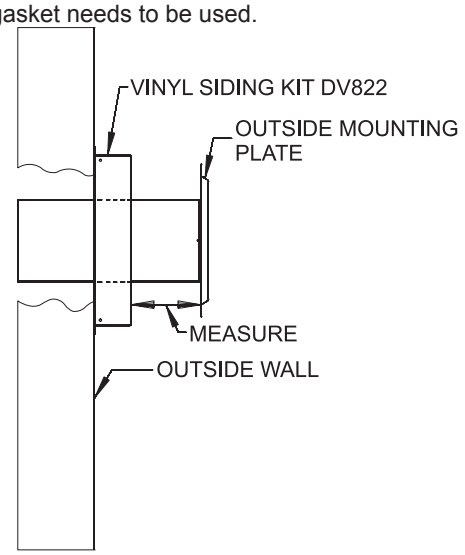

Figure 56
8. Attach the 4" (102mm) diameter flue outlet tube onto the rigid venting system or directly to fireplace. Ensure the 4" (102mm) diameter flue outlet tube is placed as far as possible onto the rigid venting system. Mark the 4" (102mm) diameter flue outlet tube 2 1/2" (64mm) beyond the vinyl siding kit or wall. S**ee Figure 56.** Remove the 4" (102mm) diameter flue outlet tube from rigid venting system. When installing directly to fireplace, tape gasket needs to be used.